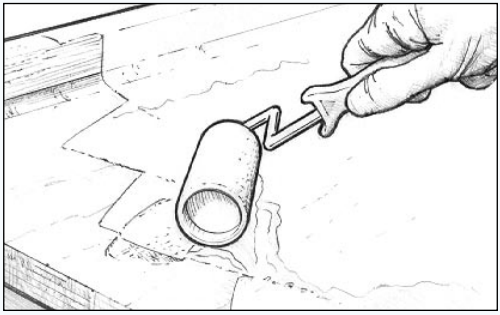

Figur 21 Gennemvæd de porøse overflader, før der påføres spartlingsmasse.
2. Gennemvæd porøse overflader med resin-/hærderblanding *(Figur 21)*.